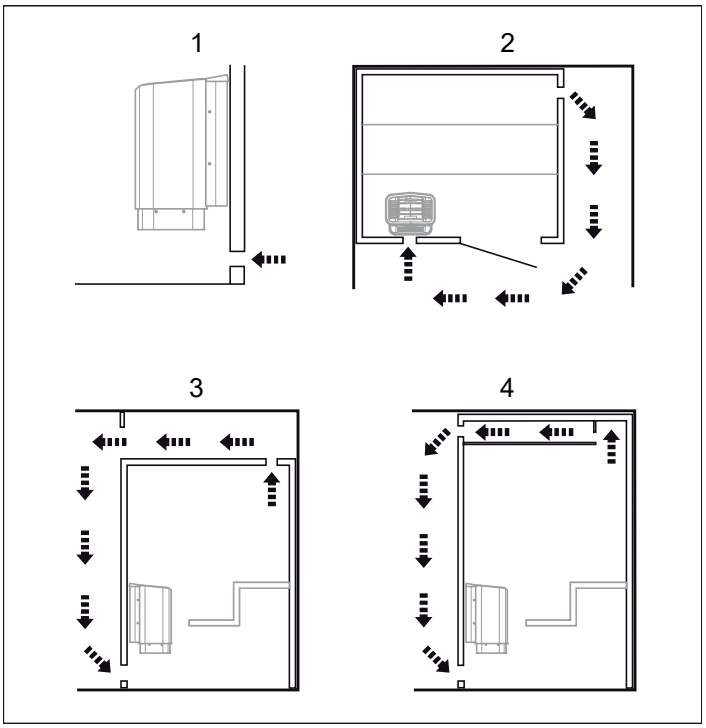

Abbildung 9: Positionierung der Be- und Entlüftungsöffnungen
- im größtmöglichen Abstand zur Belüftungsöffnung, also beispielsweise schräg gegenüber (siehe Abbildung 9).
- hoch oben an der Wand oder in der Decke (siehe Abbildung 9).